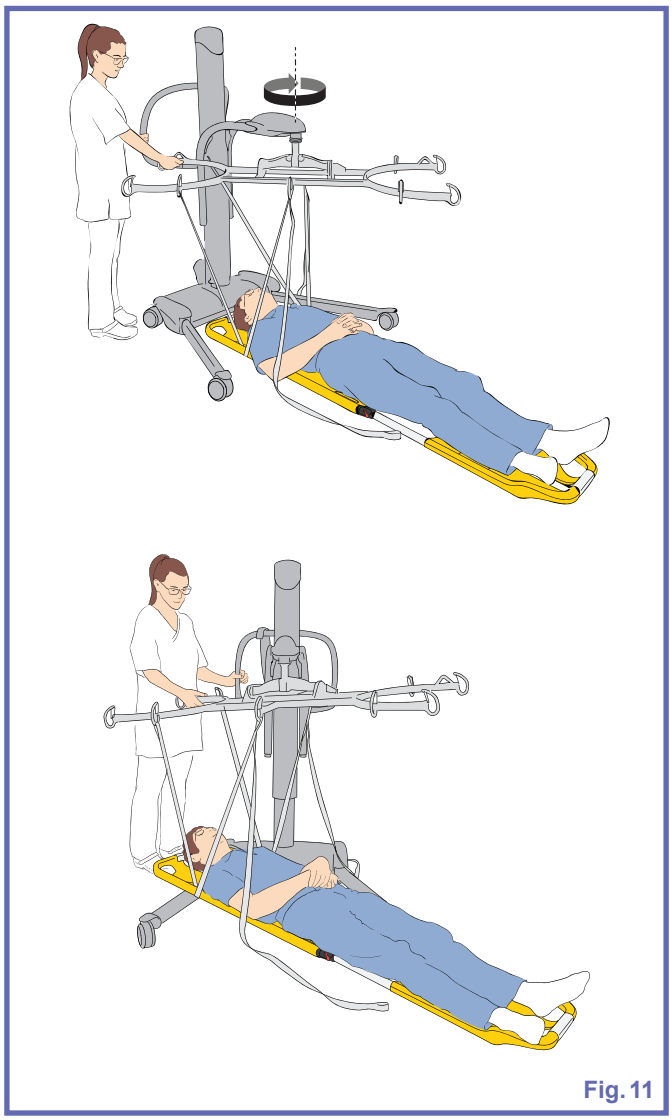

Fig. 11
7) Sans faire tourner le Ferno Scoop EXL Stretcher sur le sol, placer un pied du Maxi Move sous la tête du Ferno Scoop EXL Stretcher. Pour ce faire, maintenir le cadre de civière en place pendant la rotation du Maxi Move afin d'éloigner le vérin du cadre de civière jusqu'à ce que la tête du Ferno Scoop EXL Stretcher se trouve au-dessus d'un pied du Maxi Move, comme illustré à la Figure 11.